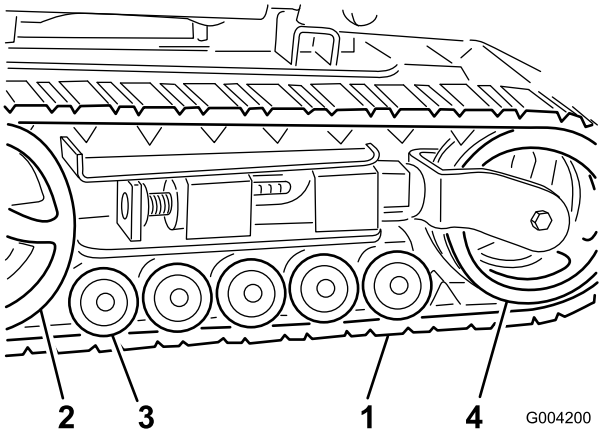

Figur 42
**Viktigt: Rengör hjulen, spännhjulet och drevet helt och hållet (Figur 42). De vanliga hjulen ska rotera fritt när de är rena.**